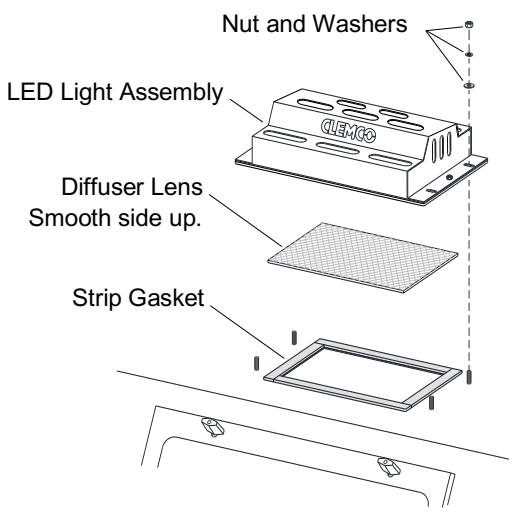

Figure 36
### 7.8 LED Light Assembly – Figure 36
**7.8.1.2** Remove the four nuts and washers (save them to reuse) that attach the light assembly to the cabinet, lift the light off the diffuser, as shown in Figure 36. Set the light out of the way and within reach of the cord.
**7.8.3.3** Lay a length of strip gasket along a long edge of the light opening and cut to length, allowing 3/4″ overlap on each end. Peel the adhesive backing and adhere the strip gasket to the edge of the opening, as shown in Figure 36. Press the gasket to bond the adhesive to the cabinet. Repeat the process on the remaining sides, compressing the ends to seal